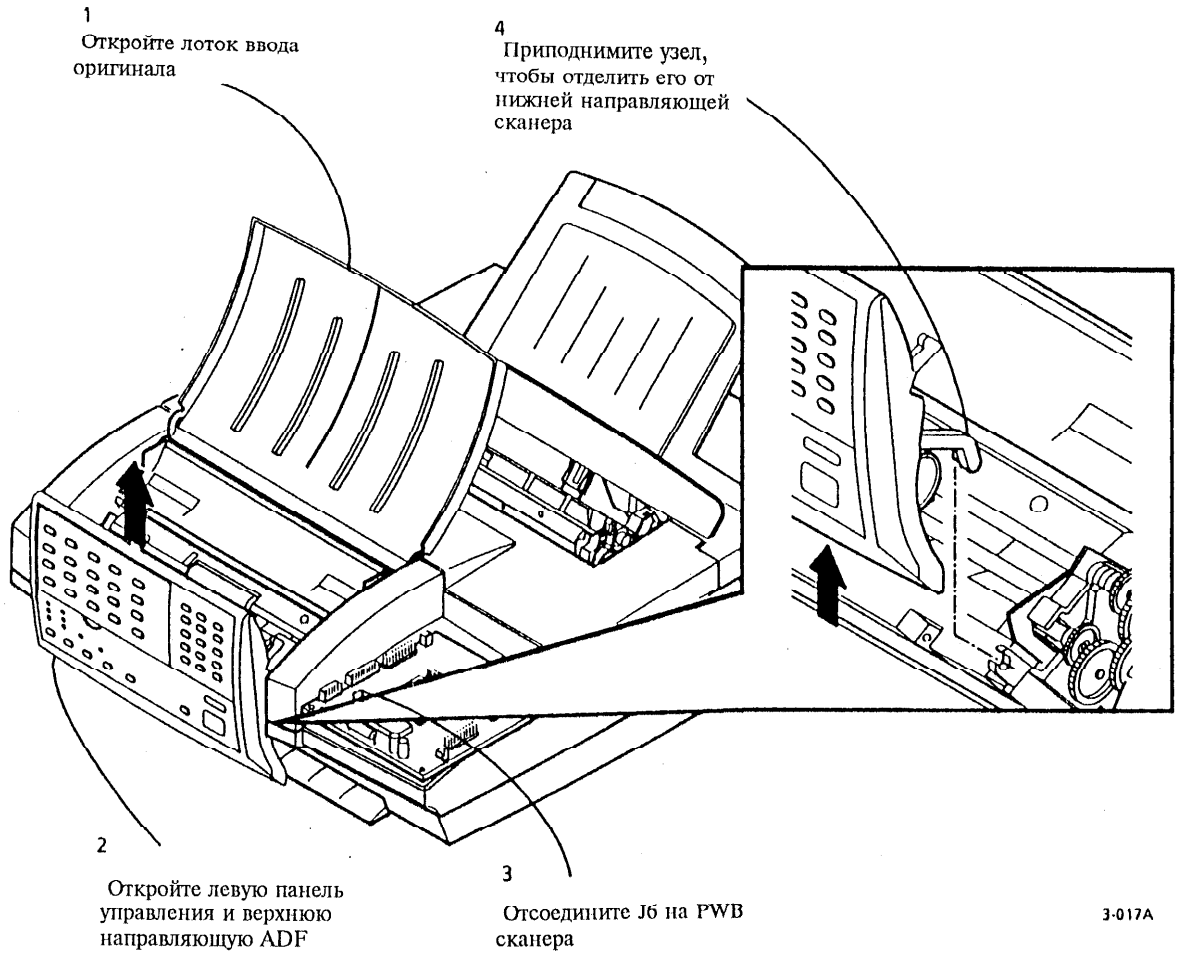

Рис. 1 Снятие левой панели управления и верхней направляющей ADF
2. (Рис. 1). Снимите левую панель управления и верхнюю направляющую ADF.